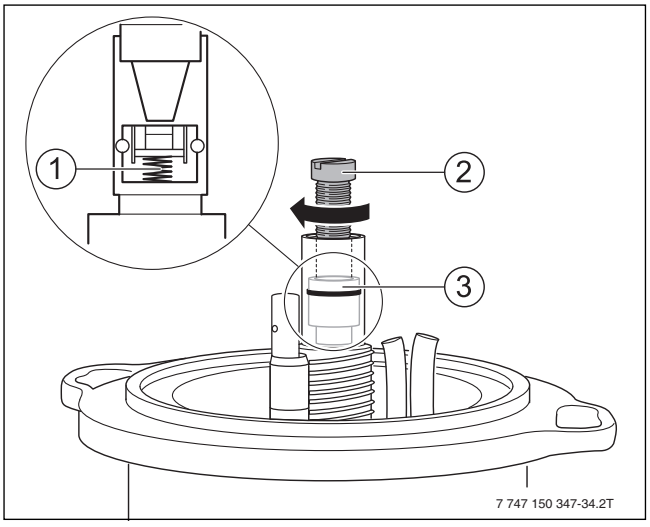

Fig. 37 Sostituzione della valvola di chiusura
▶ Avvitare la vite M5 x 50 (→ fig. 37, [2]).
▶ Estrarre la valvola di chiusura (→ fig. 37, [3]).